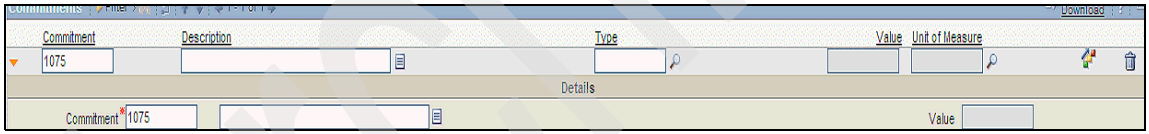

Figure 3-61 Create an escalation
1. To create an escalation, go to the **Service Level Agreement** application, and select the SLA SLARB1001 from the list. Under the Commitments Table window, click **New Row**, and click **Define Escalation**, as shown in Figure 3-61.